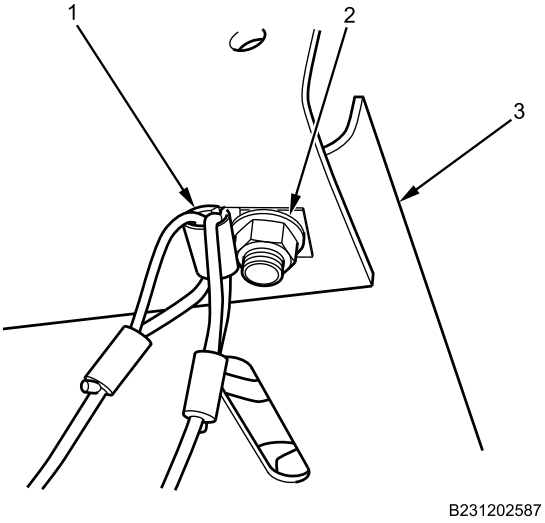

Figure 16. Primary and Supply Tank Air Drain Cables.
7. Install air drain cables retainer (Figure 16, Item 1) and air drain cable nut (Figure 16, Item 2) on bolt in battery box tray (Figure 16, Item 3). Tighten nut securely.